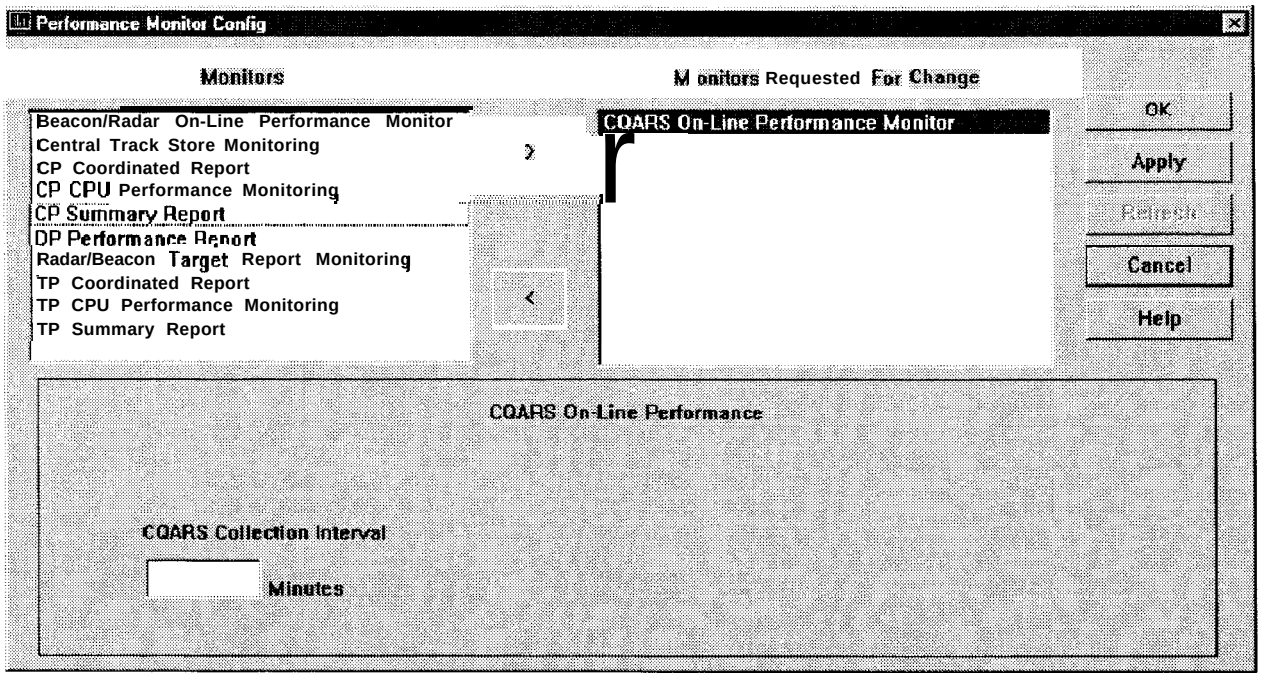

FIGURE 4-71A. CQARS PERFORMANCE MONITOR CONFIGURATION WINDOW
11. If CQARS On-Line Performance Monitor is selected (Figure 4-71A):